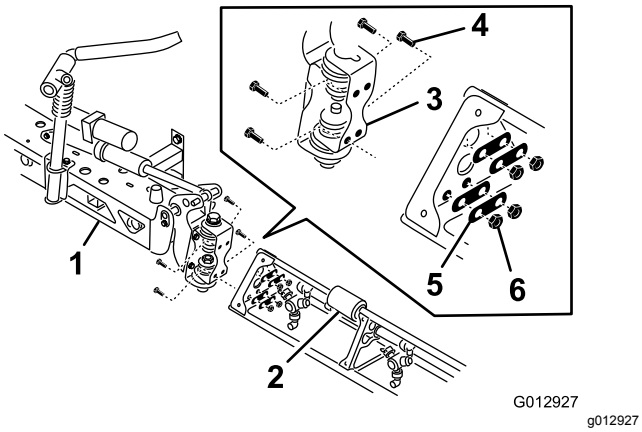

Figuur 22
7. Bevestig het verlengstuk aan de middelste spuitboom bij de scharnierplaat met behulp van de 4 bouten, 4 ringen en 4 moeren die u tijdens stap 6 hebt verwijderd, zoals wordt getoond in Figuur 22.